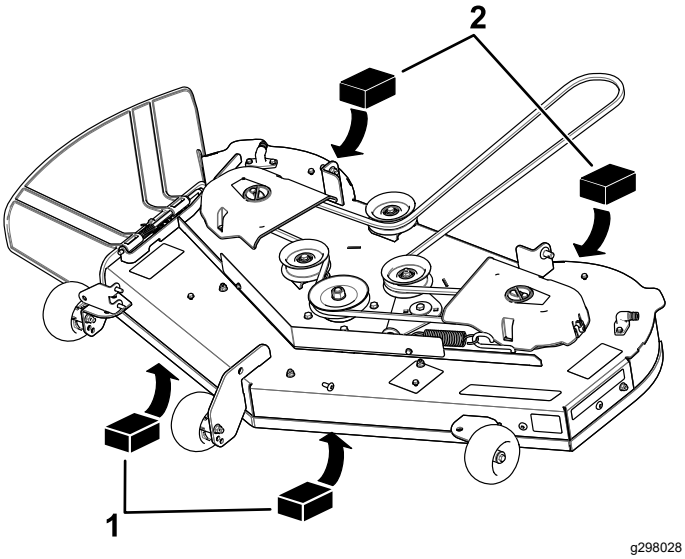

Figura 59
4. Coloque dos bloques de 6.6 cm (2⅝") de grosor debajo de cada lado del borde delantero de la carcasa, pero no debajo de los soportes de los rodillos protectores del césped (Figura 59).
5. Coloque dos bloques de 7.3 cm (2⅞") de grosor debajo del borde trasero del faldón de la carcasa de corte, uno en cada lado de la carcasa de corte (Figura 59).